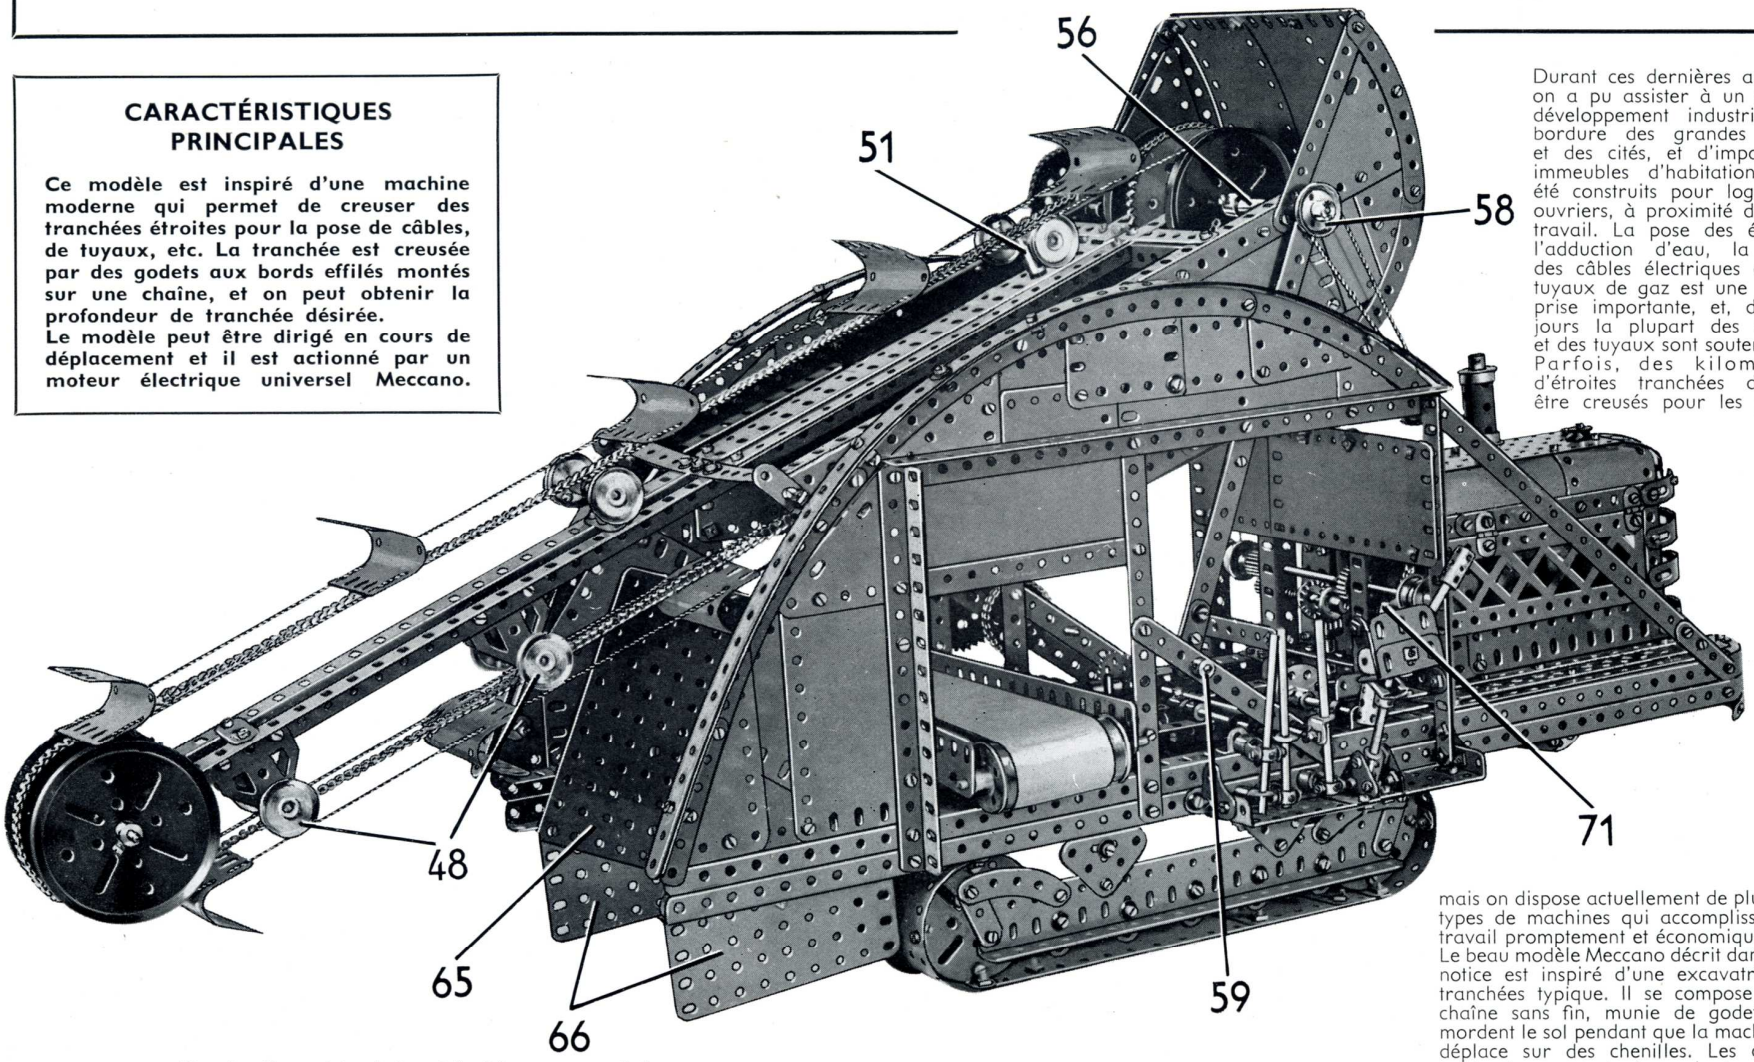
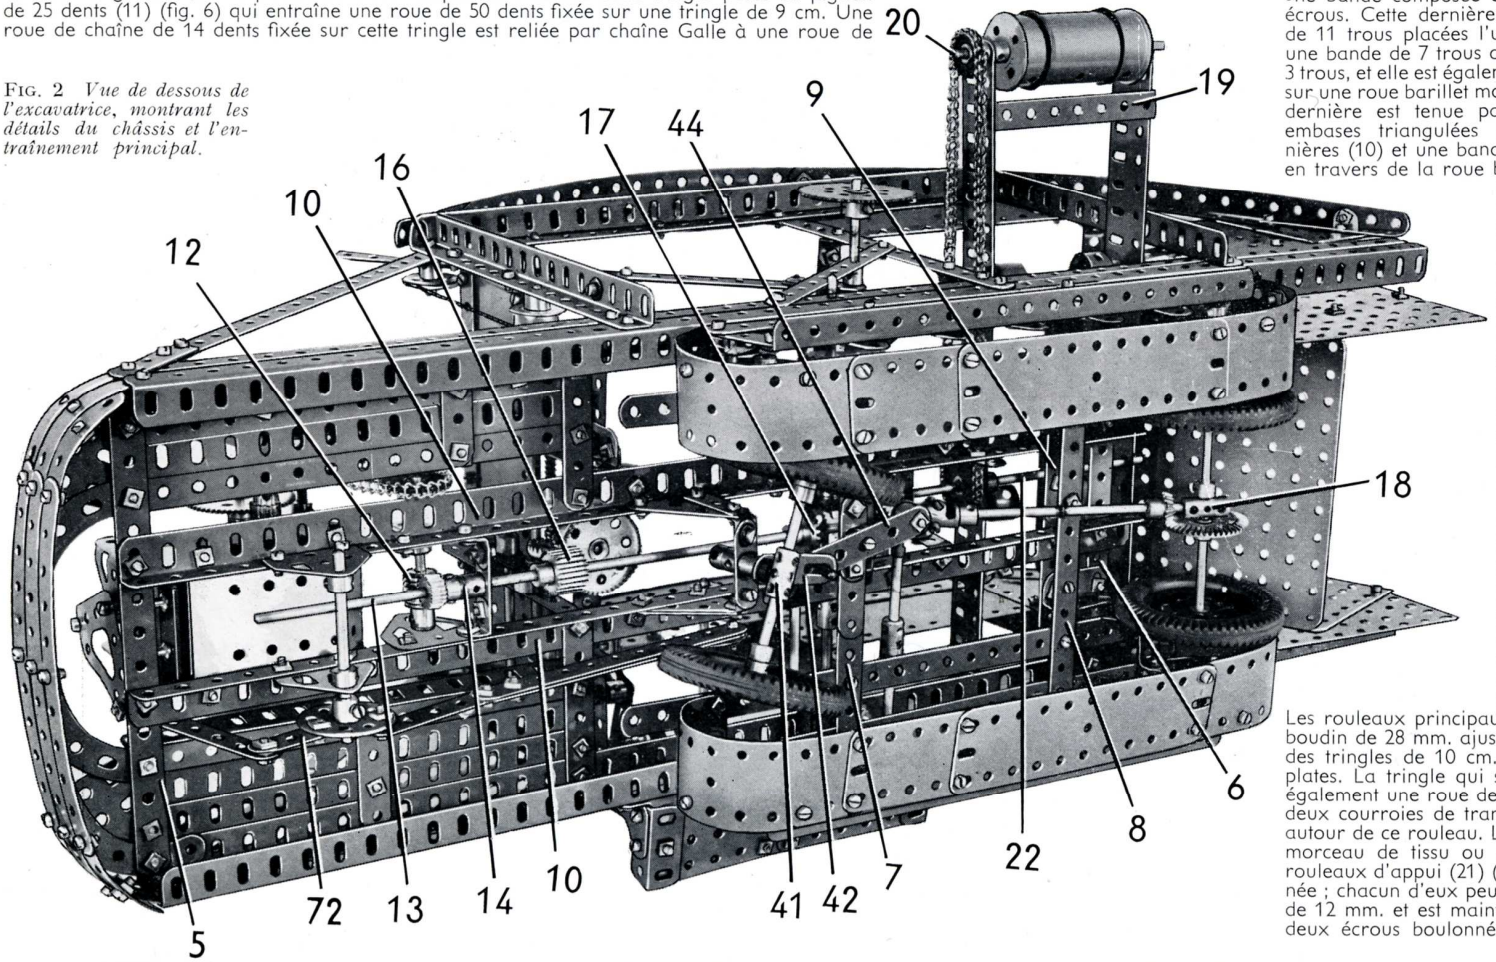

FIG. 1 *Excavatrice de tranchées Meccano avec chaîne à godets. Sa construction est décrite dans cette notice.*
Fig. 2 *Vue de dessous de l'excavatrice, montrant les détails du châssis et l'entraînement principal.*
Détails du châssis (Fig. 2, 6 et 7)
Chaque longeron du châssis consiste en deux cornières de 49 trous, disposées de façon à former une poutrelle en U, et boulonnées sur deux cornières de 15 trous (1) et (2) et une bande de 15 trous (3) (fig. 7). On relie les extrémités supérieures des cornières (1) et (2) et de la bande (3) par une cornière de 25 trous (4). Les longerons sont reliés par deux bandes composées (5) et (6) (fig. 2), faites chacune de deux bandes de 11 trous qui se recouvrent sur 7 trous. Deux autres bandes composées semblables (7) et (8) sont boulonnées comme le montre la figure, et une autre bande composée (9) (fig. 5) est boulonnée en travers du châssis. La bande composée (9) est faite de deux bandes de 9 trous, qui se recouvrent sur 3 trous. Deux cornières de 37 trous (10) sont boulonnées sur les bandes (5) et (6) (fig. 2).
Le moteur et l'entraînement principal (Fig. 2, 3, 6 et 8)
Un moteur électrique universel est boulonné par ses rebords sur les cornières (10) (fig. 6) et un pignon de 15 dents monté sur l'arbre-moteur entraîne une roue de 60 dents (fig. 2) montée sur une tringle de 7,5 cm. passée dans les flasques du moteur. Cette tringle porte un pignon de 25 dents (11) (fig. 6) qui entraîne une roue de 50 dents fixée sur une tringle de 9 cm. Une roue de chaîne de 14 dents fixée sur cette tringle est reliée par chaîne Galle à une roue de chaîne de 18 dents montée sur une tringle de 7,5 cm. qui passe dans des embases triangulées plates boulonnées sur les cornières (10). Une vis sans fin (12) fixée sur la tringle de 7,5 cm. entraîne un pignon de 19 dents monté sur une tringle de 29 cm. (13). Les supports de la tringle (13) sont formés d'un bras de manivelle double (14) et d'une bande de 3 trous, fixés tous deux sur les cornières (10) par deux équerres. La bande de 3 trous est placée immédiatement derrière un pignon de 19 dents (15) (fig. 8) fixé sur la tringle, qui porte également un pignon de 25 dents de 12 mm. de largeur (16) et un pignon d'angle de 26 dents (17).
Un accouplement universel est monté à l'extrémité de la tringle (13) (fig. 2) et reçoit aussi une tringle de 11,5 cm. qui est supportée par une équerre à 135° boulonnée sur la bande (8). La tringle de 11,5 cm. porte un pignon d'angle de 16 dents qui peut tourner librement dans un accouplement (18). Ce dernier est monté librement sur l'essieu-moteur, entre une bague d'arrêt et un pignon d'angle de 48 dents qui engrène avec celui de 16 dents. L'essieu-moteur est une tringle de 13 cm. qui passe dans deux équerres d'assemblage, fixées sur des cornières de 3 trous boulonnées sur les bandes (6) et (9).
Le moteur est commandé par un levier (71) (fig. 1 et 3) formé d'une tringle de 5 cm., montée dans un accouplement pour tringles. Celui-ci est fixé sur une tringle de 9 cm. montée dans des supports doubles boulonnés sur le châssis, et la tringle porte une roue barillet sur laquelle une bande composée est boulonnée à l'aide de contre-écrous. Cette dernière bande est faite de deux bandes de 11 trous placées l'une sur l'autre et prolongées par une bande de 7 trous qui recouvre celles de 11 trous sur 3 trous, et elle est également fixée à l'aide de contre-écrous sur une roue barillet montée sur une tringle de 6 cm. Cette dernière est tenue par des bagues d'arrêt dans des embases triangulées plates boulonnées sur les cornières (10) et une bande de 5 trous (72) (fig. 2) est fixée en travers de la roue barillet. Une bande de 6 trous est fixée à l'aide de contre-écrous sur la bande (72) et elle peut pivoter à son extrémité supérieure sur un boulon de 9,5 mm. fixé à l'aide d'un écrou sur un support de rampe. Ce dernier est lui-même fixé à l'aide de contre-écrous sur une équerre d'assemblage qui pivote grâce à des contre-écrous sur une embase triangulée coudée boulonnée sur un côté du moteur. Un boulon de 28 mm. passe au travers de l'équerre d'assemblage et est tenu sur le levier du moteur par deux écrous.
Montage du convoyeur (Fig. 2, 3, 7 et 8)
L'armature du convoyeur est composée de deux poutrelles plates de 25 trous, dont l'une est reliée aux cornières (1) (fig. 7) par des équerres de 26×12 mm., et l'autre est rattachée aux bandes (3) de la même façon. Une bande coudée de 90×12 mm. (19) (fig. 2) est boulonnée entre les poutrelles à l'une des extrémités.
Support de la poutre de la chaîne à godets (Fig. 1, 5, 7 et 8)
Entraînement des tambours de la chaîne à godets (Fig. 1, 5, 6, 7 et 8)
Montage du mécanisme de direction (Fig. 1, 2 et 3)